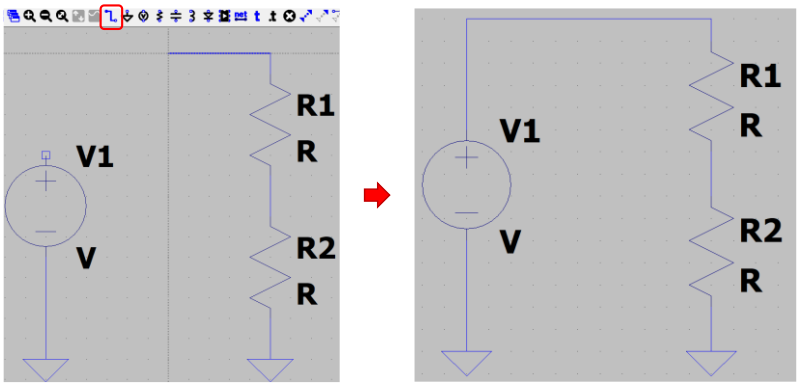

*Figura 9. Conexión de componentes con **Wire***
d) **Conecte los componentes**: emplee la herramienta **Wire** (tecla **'W'**) para conectar los terminales de los distintos componentes como se muestra en la Figura 9.